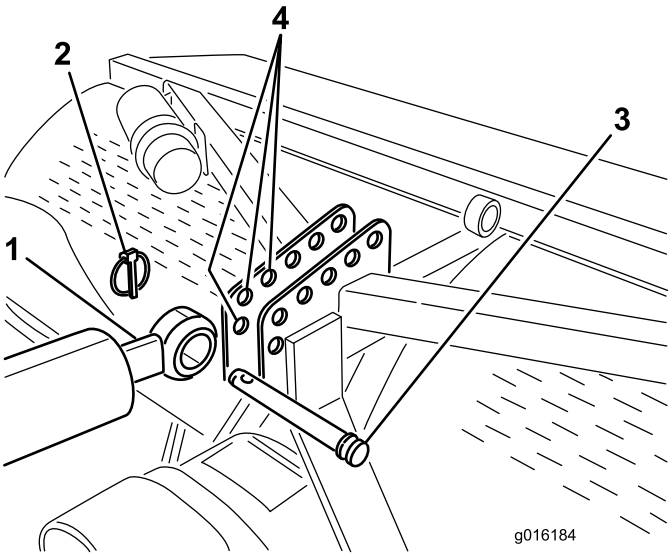
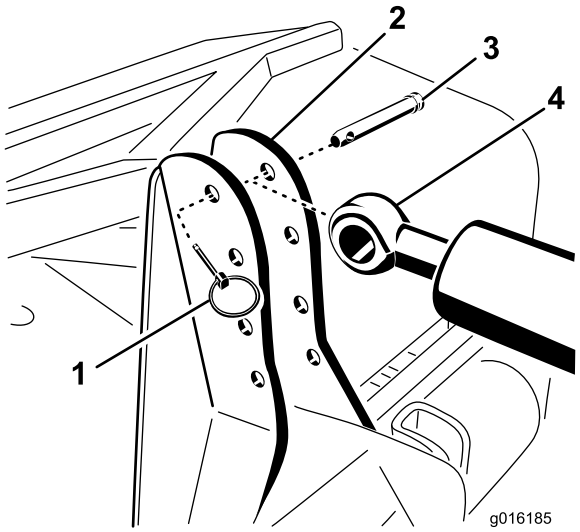
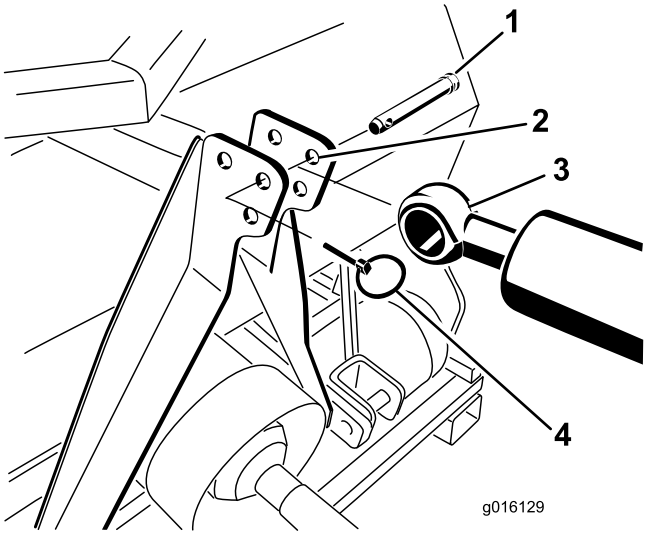

**Rysunek 6**
**Rysunek 7**
**Rysunek 8**
7. Zamocuj siłownik stroną z tłoczyskiem do najbardziej do przodu wysuniętego otworu we wsporniku aeratora za pomocą sworznia z zawleczką (Rysunek 6, Rysunek 7 lub Rysunek 8).